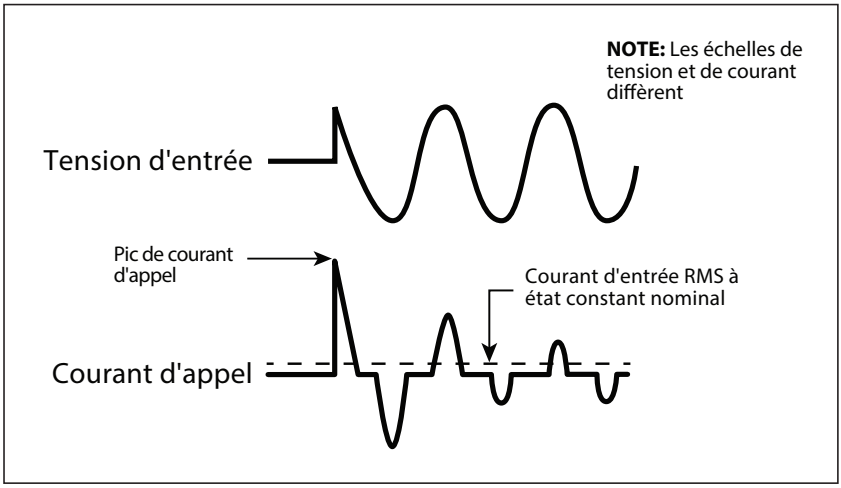

Fig 4.1 : Courant d'appel dans une SMPS.
- **Alimentations à découpage CA vers CC (SMPS):** Ce type d'alimentation est utilisé comme source d'alimentation autonome ou comme système frontal dans tous les appareils électroniques alimentés par un réseau électrique, par exemple dans des appareils audio / vidéo / périphériques informatiques et chargeurs de batterie (veuillez voir la section 4 pour plus de détails sur SMPS). Lorsque cette alimentation est mise sous tension, ses condensateurs latéraux internes d'entrée commencent à charger entraînant une très forte surtension de courant d'appel pendant quelques millisecondes (veuillez voir fig 4.1). Cette élévation de courant / puissance d'appel peut atteindre jusqu'à 15 fois la puissance nominale maximale en fonctionnement continu. L'élévation de courant / puissance d'appel sera, cependant, limitée par la puissance nominale lors de crête de puissance de la source CA.
SMPS utilisent de gros condensateurs dans leur section d'entrée pour la filtration. Lorsque l'alimentation est allumée, il y a un courant d'appel très important requis par l'alimentation alors que les condensateurs d'entrée sont chargés (les condensateurs agissent presque comme un court-circuit lors de la mise sous tension). Le courant d'appel lors de l'allumage est entre plusieurs fois et des dizaines de fois plus important que l'entrée de courant RMS nominale et dure quelques millisecondes. Un exemple de tension d'entrée comparée aux formes d'onde de courant d'entrée est donné en Fig. 4.1. On y voit que l'impulsion initiale du courant d'entrée juste après l'allumage représente plus de 15 fois le courant RMS à l'état constant. L'appel disparaît après environ 2 ou 3 cycles ou environ 40 à 60 millisecondes pour une onde sinusoïdale de 50 Hz.